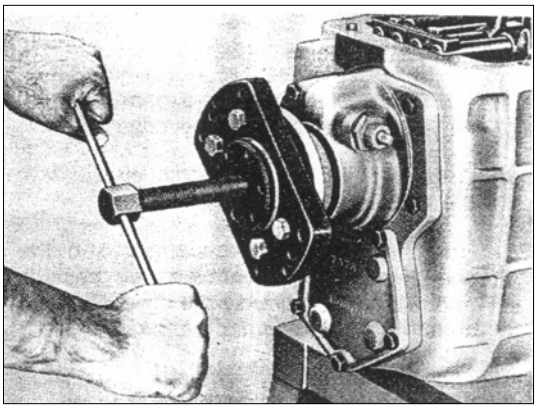

РИС. 198
7) Снимите фланец карданного вала с вторичного вала с помощью специального инструмента № 2576 5890 3522 (см. рис. 198) установите шестерни всех передач в нейтральное положение.